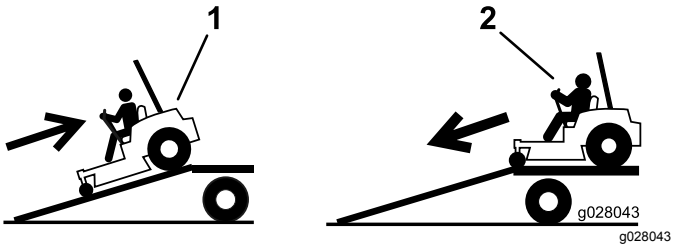

**Figuur 44**
4. Rij de machine achteruit op de oprijplaat (Figuur 44).
2. Rij de machine vooruit de oprijplaat af (Figuur 44).